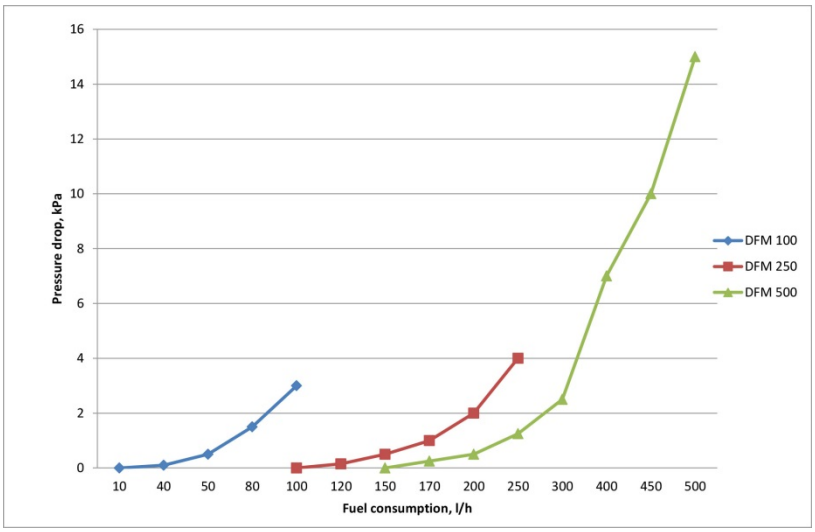

Figure 12 — Graphs of pressure drop on DFM depending on flow rate.
** See figure 12 for details.
According to figure 12 pressure drop on maximum flow rate does not exceed: